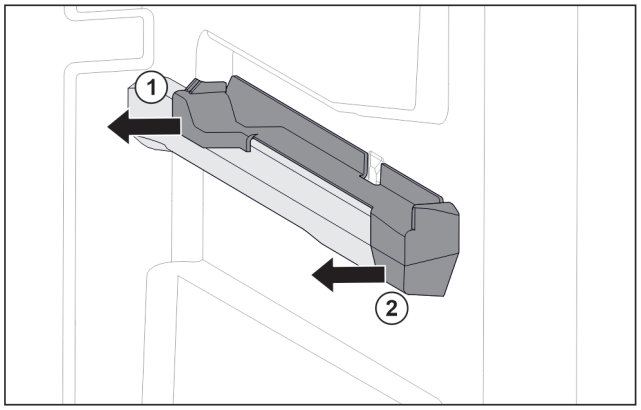

Fig. 122 Aufsteckteil auf der rechten Behälterrippe
▶ Aufsteckteil hinten zur Seite abziehen. *Fig. 122 (1)*
▶ Aufsteckteil vorne zur Seite abziehen. *Fig. 122 (2)*